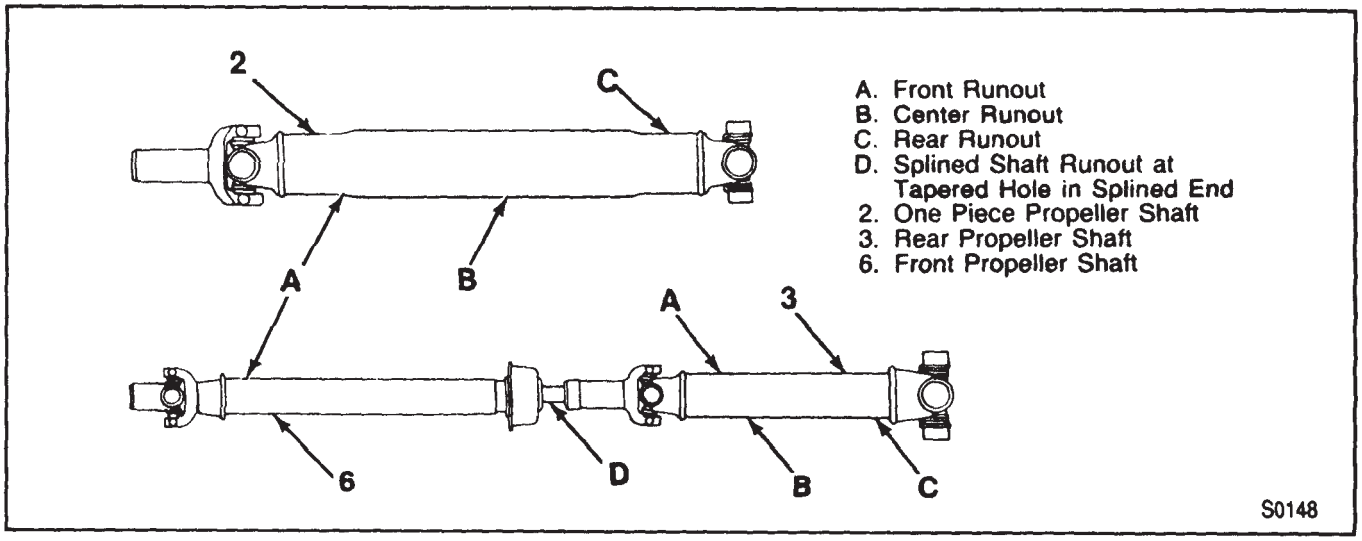

Figure 12—Checking Propeller Shaft Runout
3. Take dial indicator readings at the propeller shaft check points A, B and C (figure 12).
Refer to REAR AXLE (SECTION 4B1). For models having a two-piece driveline, measure the rear propeller shaft runout first (figure 12). Reference mark the position of the rear propeller shaft yoke to the pinion flange, then remove the rear propeller shaft. Measure the front propeller shaft runout on the tube and at the splined shaft end. If the runout exceeds the specifications found in PROPELLER SHAFT (SECTION 4A), replace the shaft.